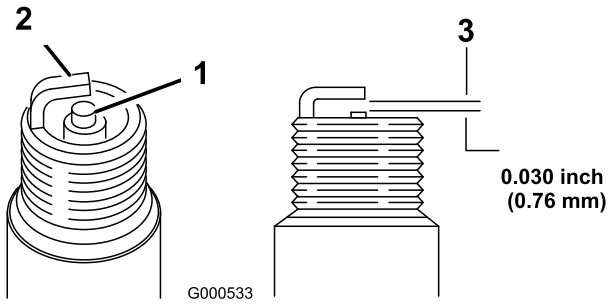

**Figuur 21**
5. Stel de elektrodenafstand in op 0,76 mm (Figuur 21).